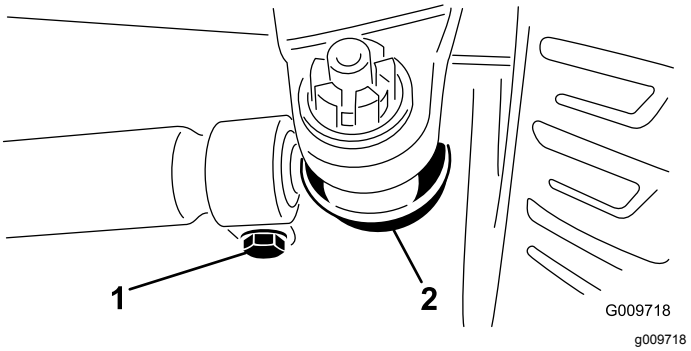

Figur 77
2. For å justere, fjern splinten og mutteren fra begge kuleleddene til parallellstaget (Figur 77) og fjern kuleleddet til parallellstaget fra støtten for akselkassen.
3. Løsne klemmene på begge sider av parallellstagene (Figur 77).